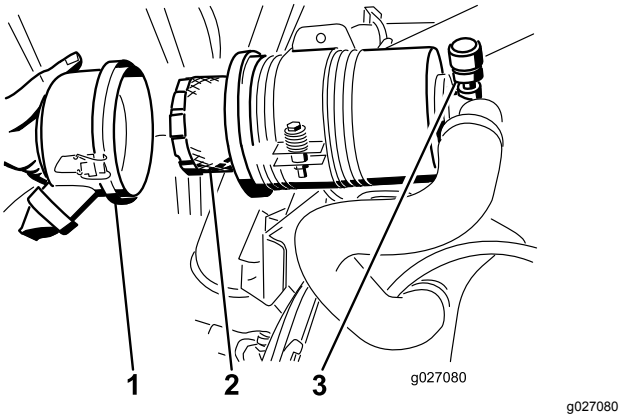

Figuur 53
5. Verwijder en vervang het filter (Figuur 53).